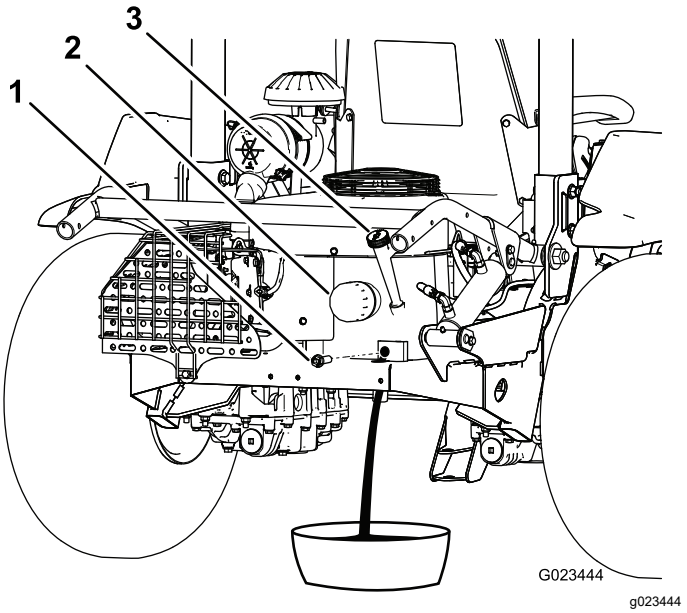

**Figuur 37**
3. Verwijder de aftapplug (Figuur 37) en laat de olie in een geschikte opvangbak lopen. Als er geen olie meer naar buiten stroomt, plaatst u de aftapplug terug.